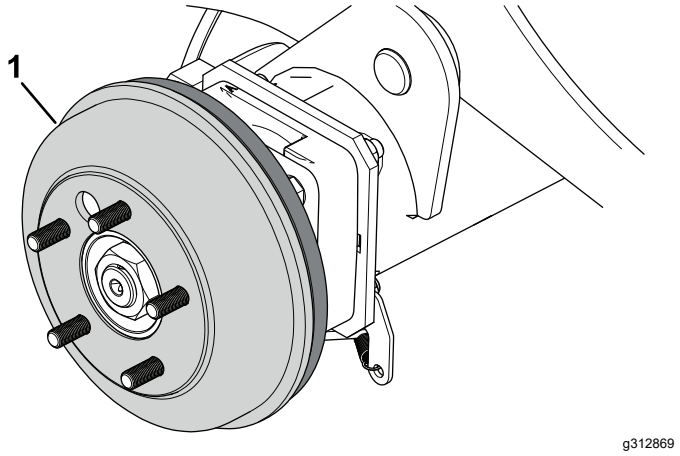

Рисунок 71
4. Снимите тормозные барабаны (Рисунок 71) усилием руки.